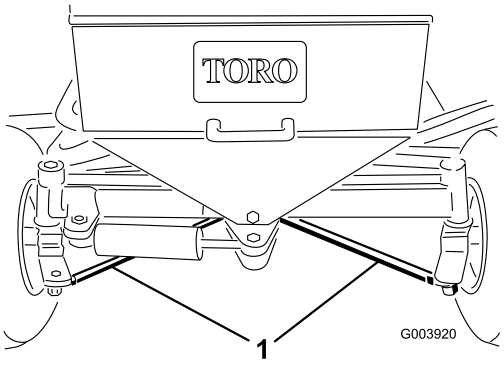

Figur 65
2. Løsne låsemutterene på begge parallellstagene (Figur 65).